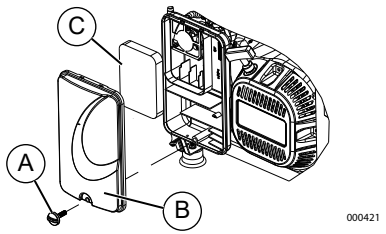

Figura 4-3. Conjunto del filtro de aire
1. Consulte la ***Figura 4-3***. Gire el mando (A) y retire la cubierta del filtro de aire (B).
2. Límpiela con agua y jabón. Exprima el filtro (C) hasta que quede seco (NO LO RETUERZA) en un paño limpio.